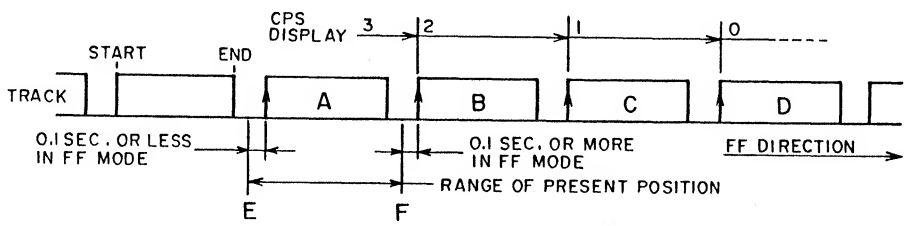

Fig.8-2 CPS_{FF} Example
In the CPS_{FF} mode the start of each track is detected, and the CPS counter is reduced by one each time. However, no track starts are detected within the first 0.1 seconds after the start of CPS_{FF}. In addition, if CPS_{FF} is started from the middle of a track, that track is not counted. In figure 8-2 the current position is between E and F, and if the third track (D) is selected, the CPS_{FF} mode will detect each track start, and lower the count by 1 each time. When the count reaches zero, that is the beginning of track D. Assuming that the start point was to the right of point F, the start of track B would not be detected, and track D would be the second track ahead. Likewise, if the present position was to the left of E, track A's start would be detected, and the third track would be C.